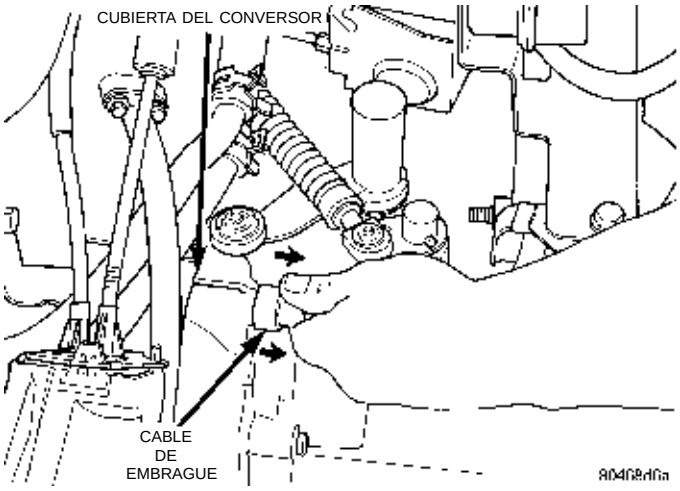
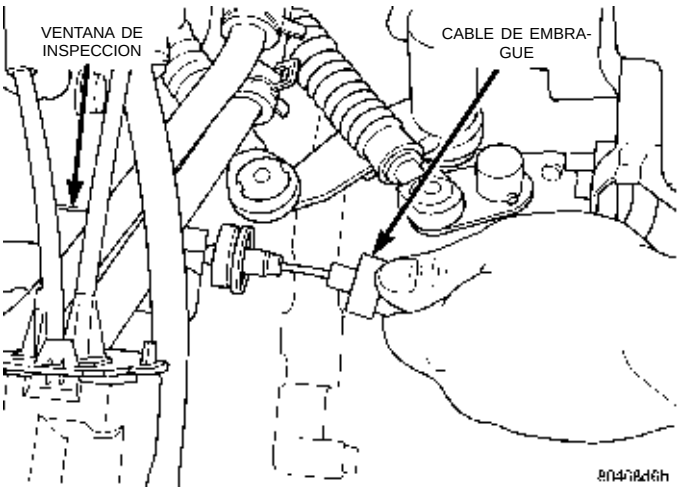

Fig. 24 Tire hacia atrás del cable de embrague
Fig. 25 Retire el cable de embrague de la palanca
(7) Retire la tapa de respiradero de la cubierta de embrague para exponer el extremo del cable de embrague y la palanca de desembrague. Desmonte luego el cable de embrague de la cubierta de conversor del transeje (Fig. 24) (Fig. 25).